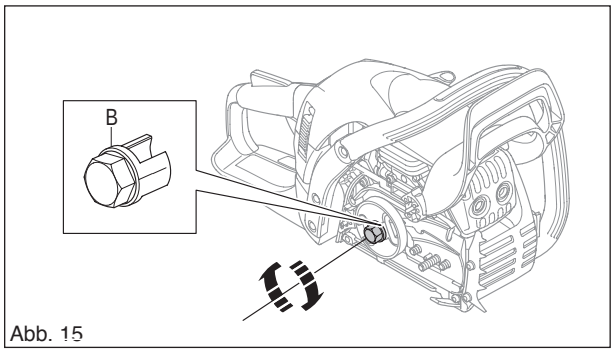

Abb. 15
Kupplung mit dem Werkzeug Nr. 502 54 16-03 (B) und einem geeigneten Hülsenschlüssel oder Kombischlüssel lösen. Kupplung im Uhrzeigersinn drehen, um sie zu lösen. (Siehe Abb. 15.)